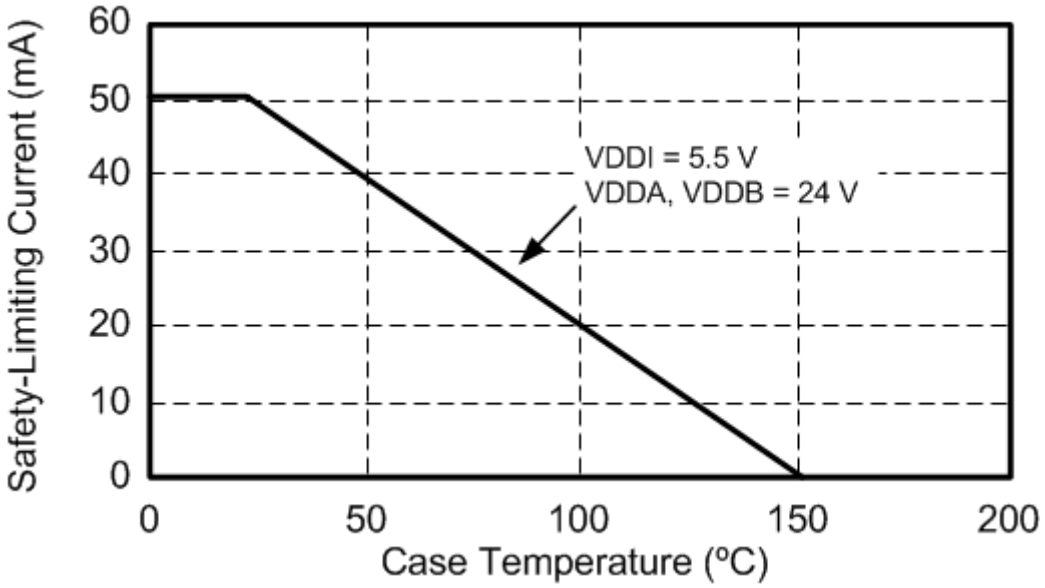

Figure 4.4. WB SOIC-16, NB SOIC-16 Thermal Derating Curve, Dependence of Safety Limiting Values with Case Temperature per VDE 0884-10
1. Maximum value allowed in the event of a failure. Refer to the thermal derating curve in Figure 4.4 WB SOIC-16, NB SOIC-16 Thermal Derating Curve, Dependence of Safety Limiting Values with Case Temperature per VDE 0884-10 on page 28.